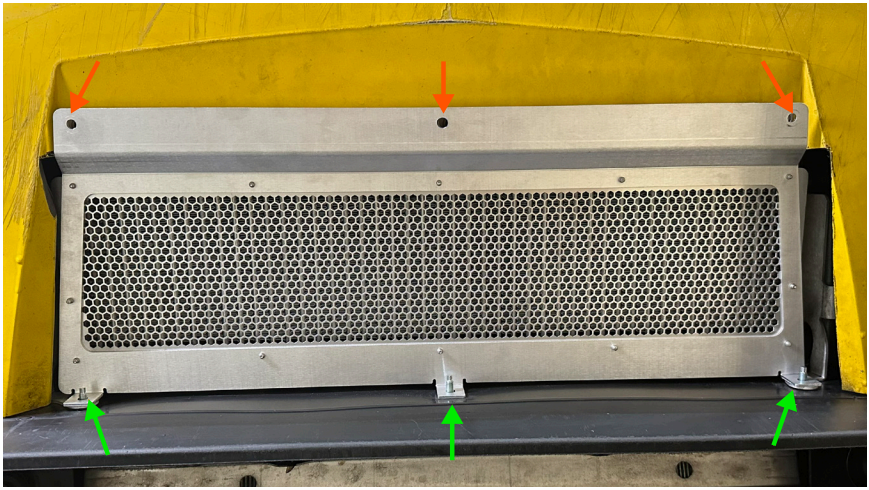

Figure 18 - Loose Mount Locations and Hole Marking Points
a. Loosely install the nuts again onto the air dam studs, shown by the green arrows in **Figure 18**.
b. Using a marker, trace through the three upper mounting holes, shown by the orange arrows in **Figure 18**, onto the bumper cover.